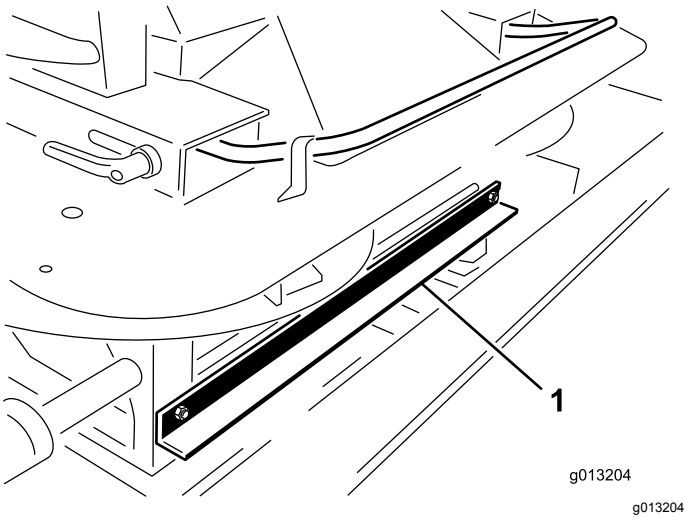

Figuur 4
3. Verwijder vooraan de dubbele spinner de 2 bouten en moeren waarmee de transportbeugel van het hefwerktuig van de machine aan de dubbele spinner zit (Figuur 4).